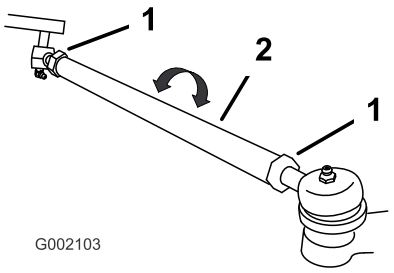

Figura 54
7. Si la distancia no es de 0–6 mm, afloje las contratuercas en ambos extremos de las bielas (Figura 54).